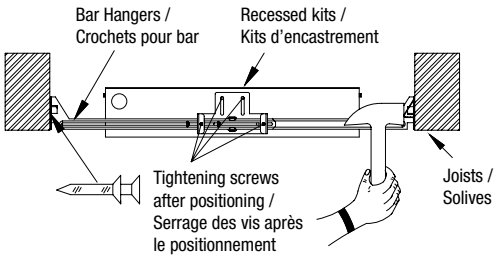

Fig. 4
6. Adjust height of recessed kits vertically using adjusting slots and then tightening all screws on adjusting slots and bar hanger bracket to secure adjusting bracket and bar hangers (see Fig.4).
6. Les supports de barre doivent être à fleur du bas des solives. Réglez la hauteur des kits d'encastrement verticalement à l'aide des fentes de réglage, puis serrez toutes les vis des fentes de réglage et du support de fixation pour barres afin de fixer le support de réglage et les supports de fixation pour barres (voir fig. 4).